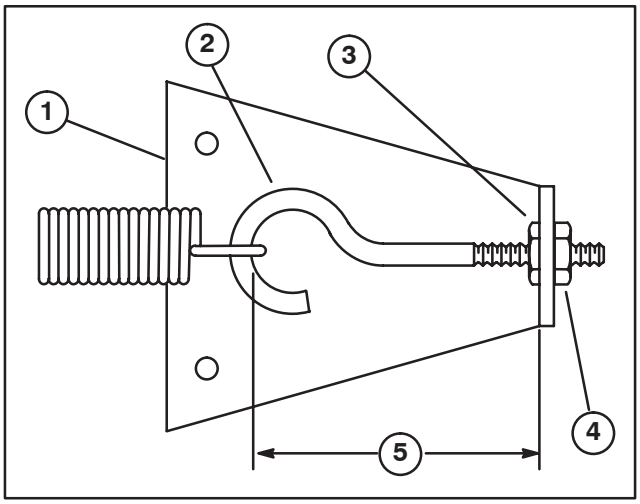

Figura 64
4. Gire en el sentido de las agujas del reloj hasta que la distancia entre el interior del ojal del perno y el interior de la chapa de anclaje del muelle quede acortada en 3 mm, según muestra la Figura 64. Apriete la tuerca hexagonal.